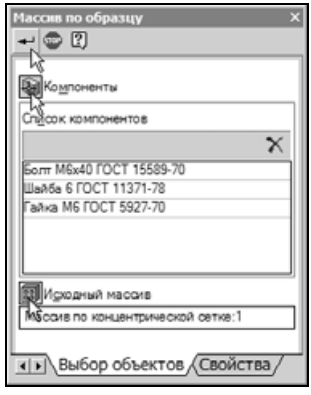

Рис. 8.149
- На панели свойств (рис. 8.149) нажмите кнопку **Компоненты**, в дереве построения укажите Болт, Шайбу и Гайку. Выбранные компоненты буду отображены в списке.